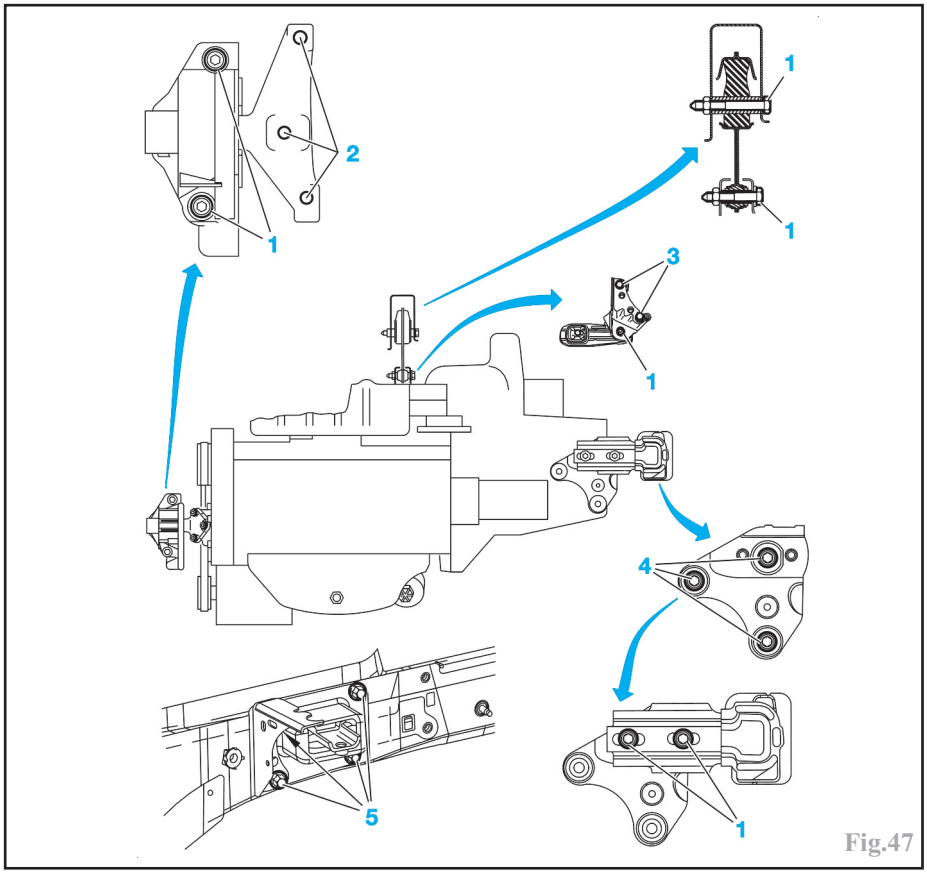

Fig.47
-respecter les couples de serrage prescrits et notamment ceux des supports de l'ensemble moteur-boîte (Fig.47).